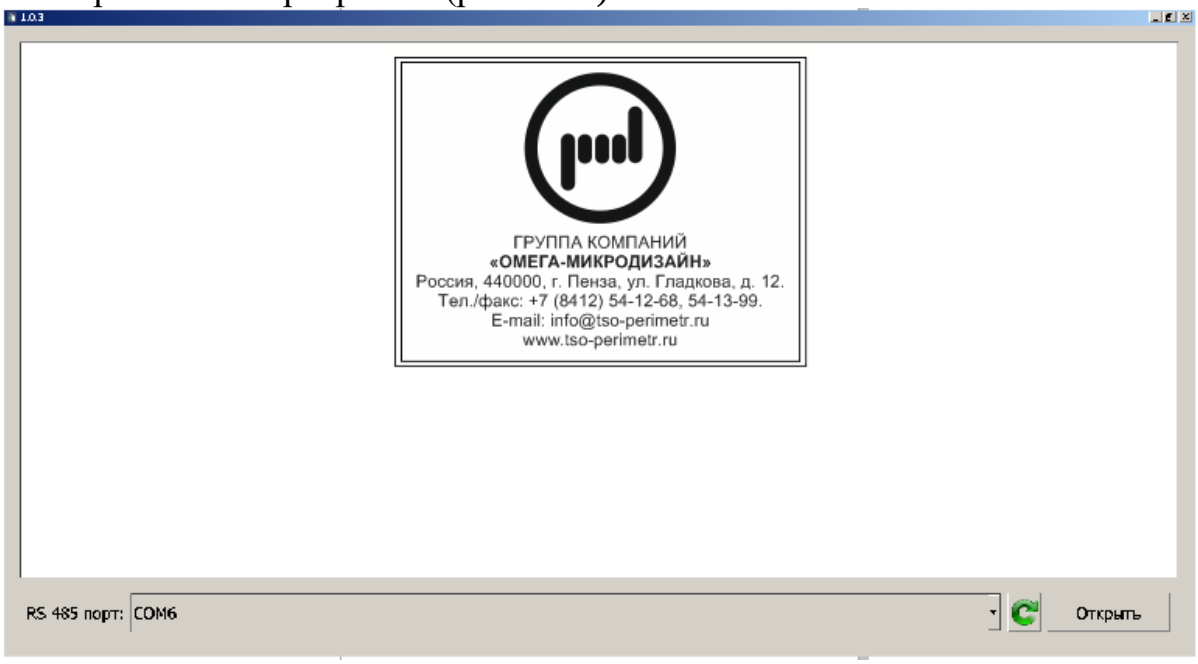
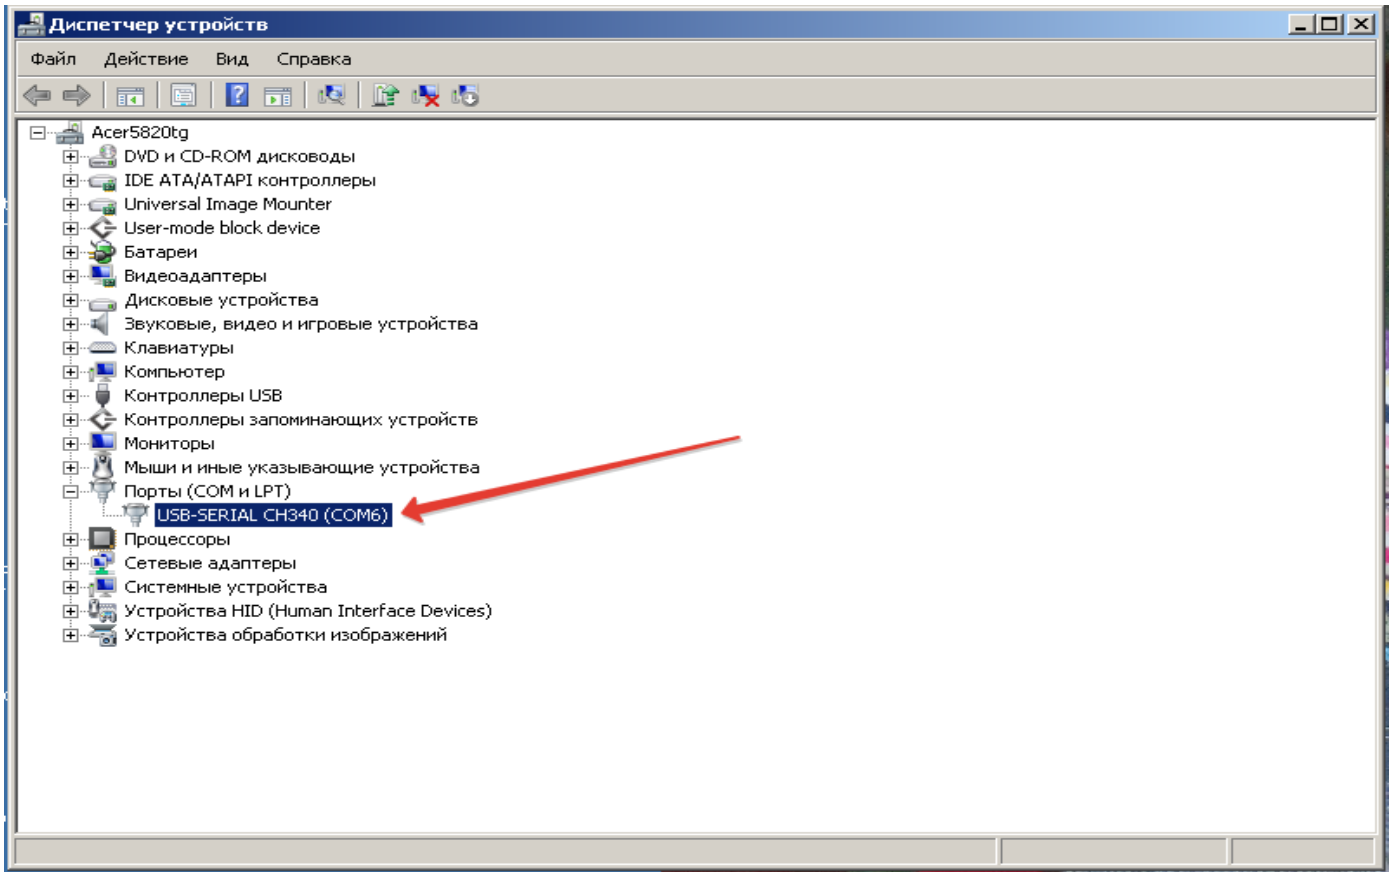
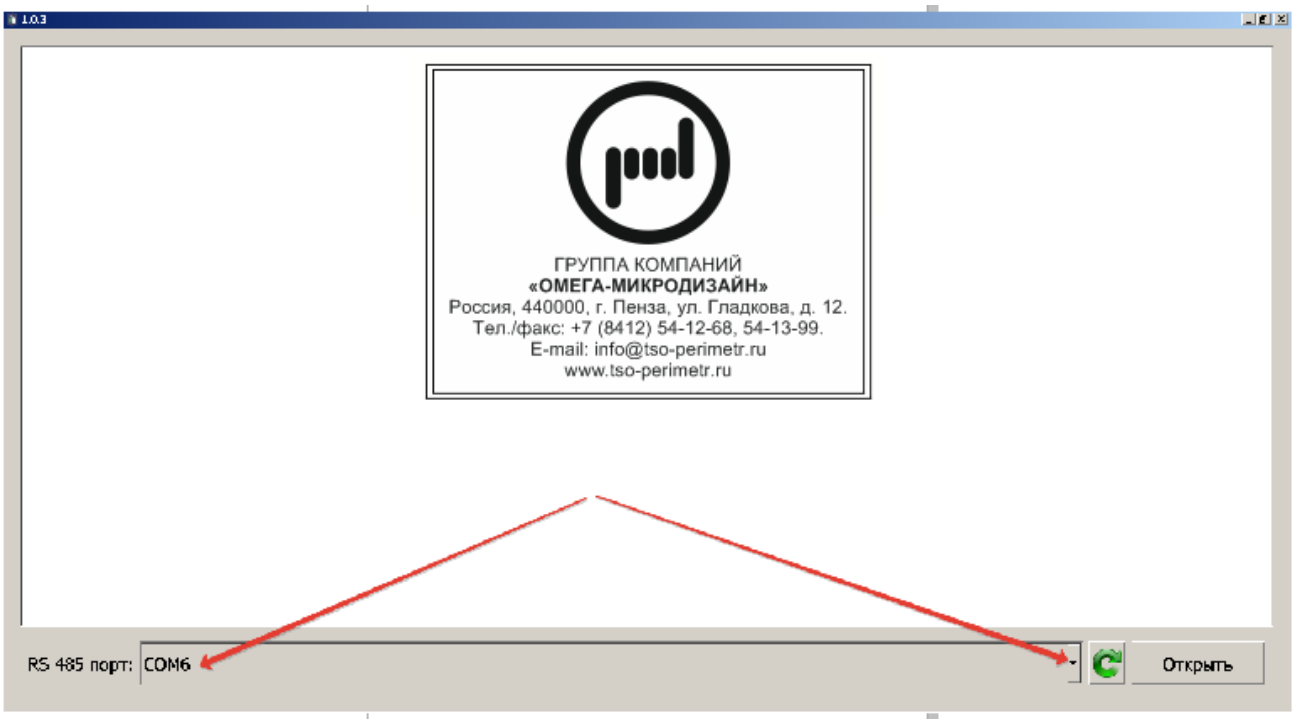

Рис.11.2
Рис. 11.3
Рис. 11.4
11.2.1.3 После установки программы открыть её (рис.11.2) , уточнить порт подключения адаптера USB-RS485 подключенного к извещателю (рис. 11.3) и установить его в открывшейся программе (рис. 11.4).